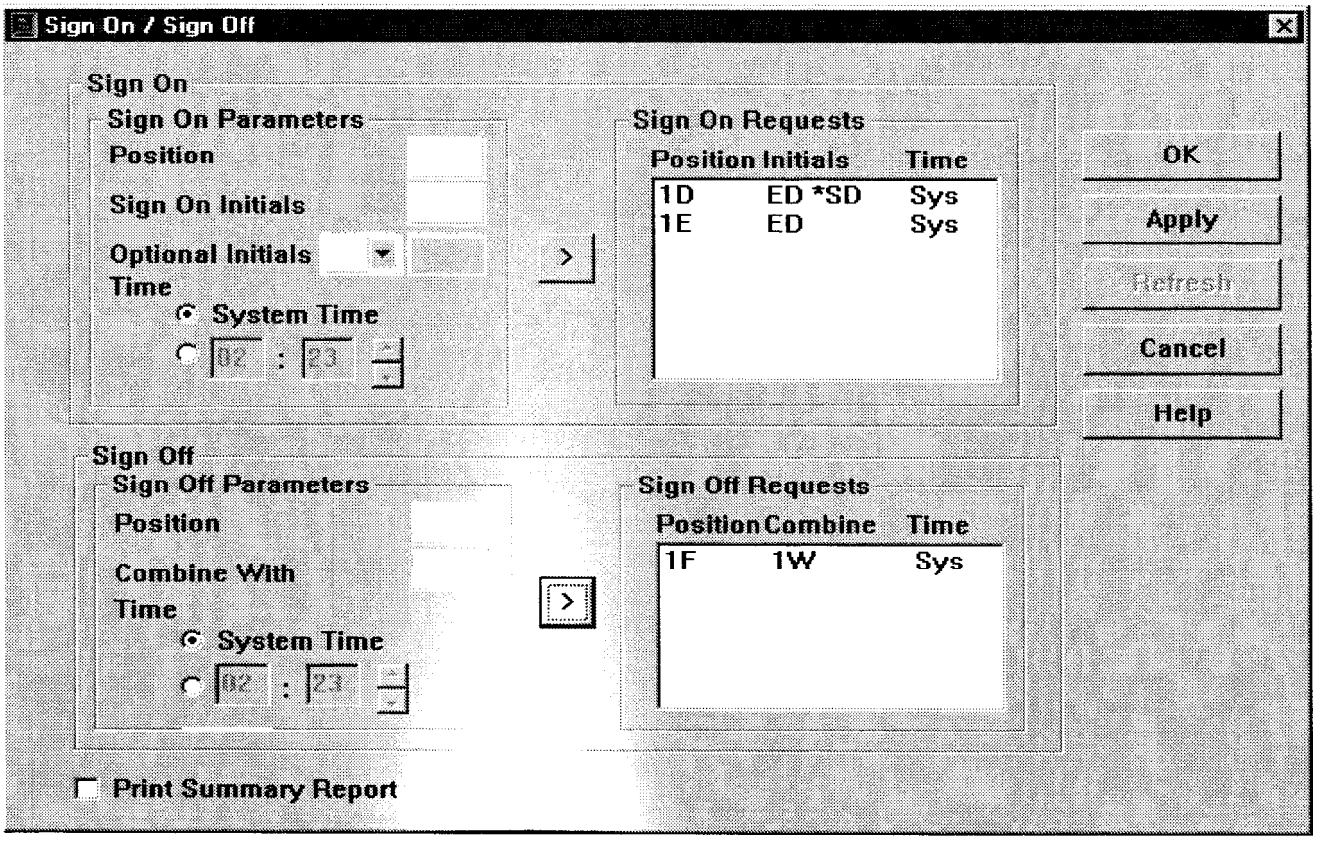

FIGURE 4-53. SIGN ON/SIGN OFF WINDOW
2. Observe the SignOn/SignOff window (Figure 4-53).